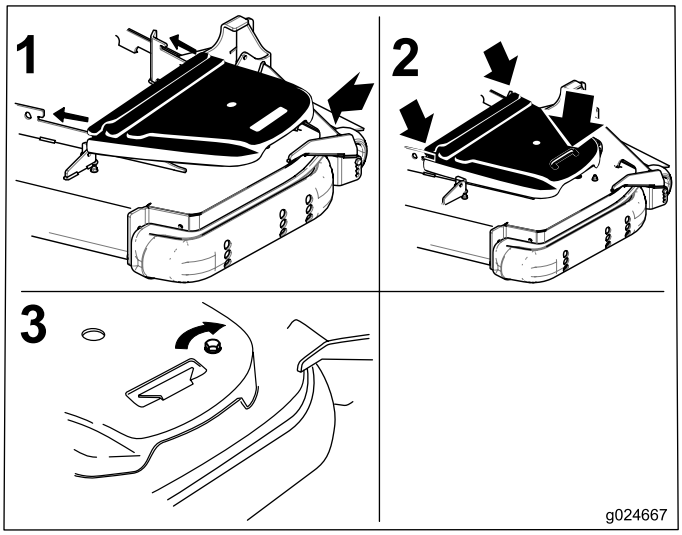

Figur 72
12. Monter remdekslene (Figur 72).